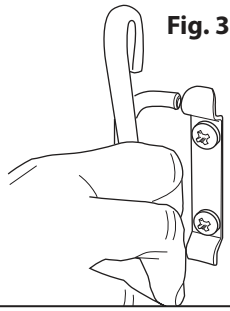

Fig. 3.14
1. När spisen har kopplats in och startats börjar displayen att blinka (**Fig. 3.14**).